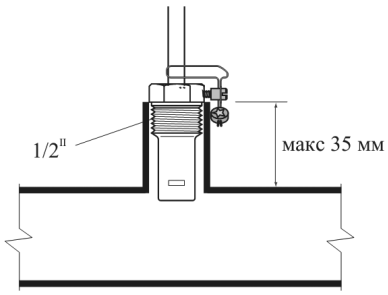

Рис. 12. Установка датчика клапана безопасности
4. На расстоянии не больше 0,5 м от выхода отопительной воды из котла подготовить внешний выход (см. рис. 12) с внутренней резьбой и в нее установить датчик температуры отопительной воды из клапана безопасности Caleffi 544 (см. рис. 7, поз. 4).